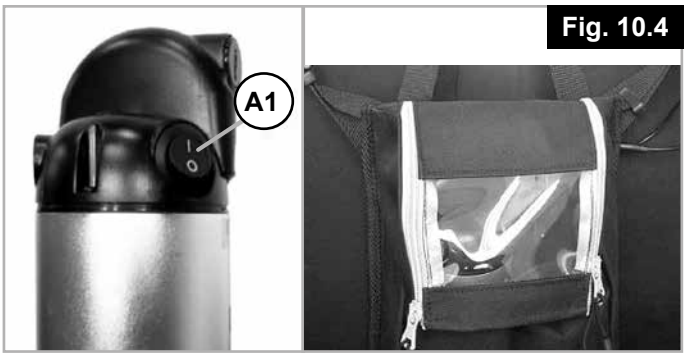

Fig. 10.4
10.4 Aan/Uitschakelen (fig. 10.4)